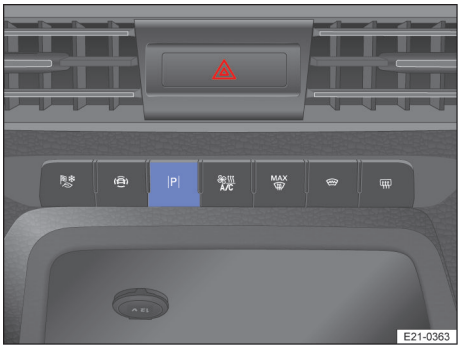

Fig. 126 Dans la console centrale : commande tactile des fonctions de stationnement
Ou : appuyez sur la commande tactile des fonctions de stationnement [P MENU] → fig. 126 . Si nécessaire, touchez ensuite le bouton de fonction [P] du système d'infodivertissement.
Ou : appuyez sur la commande tactile des fonctions de stationnement → fig. 126 .
1. Appuyez sur le panneau tactile des fonctions de stationnement → fig. 126.